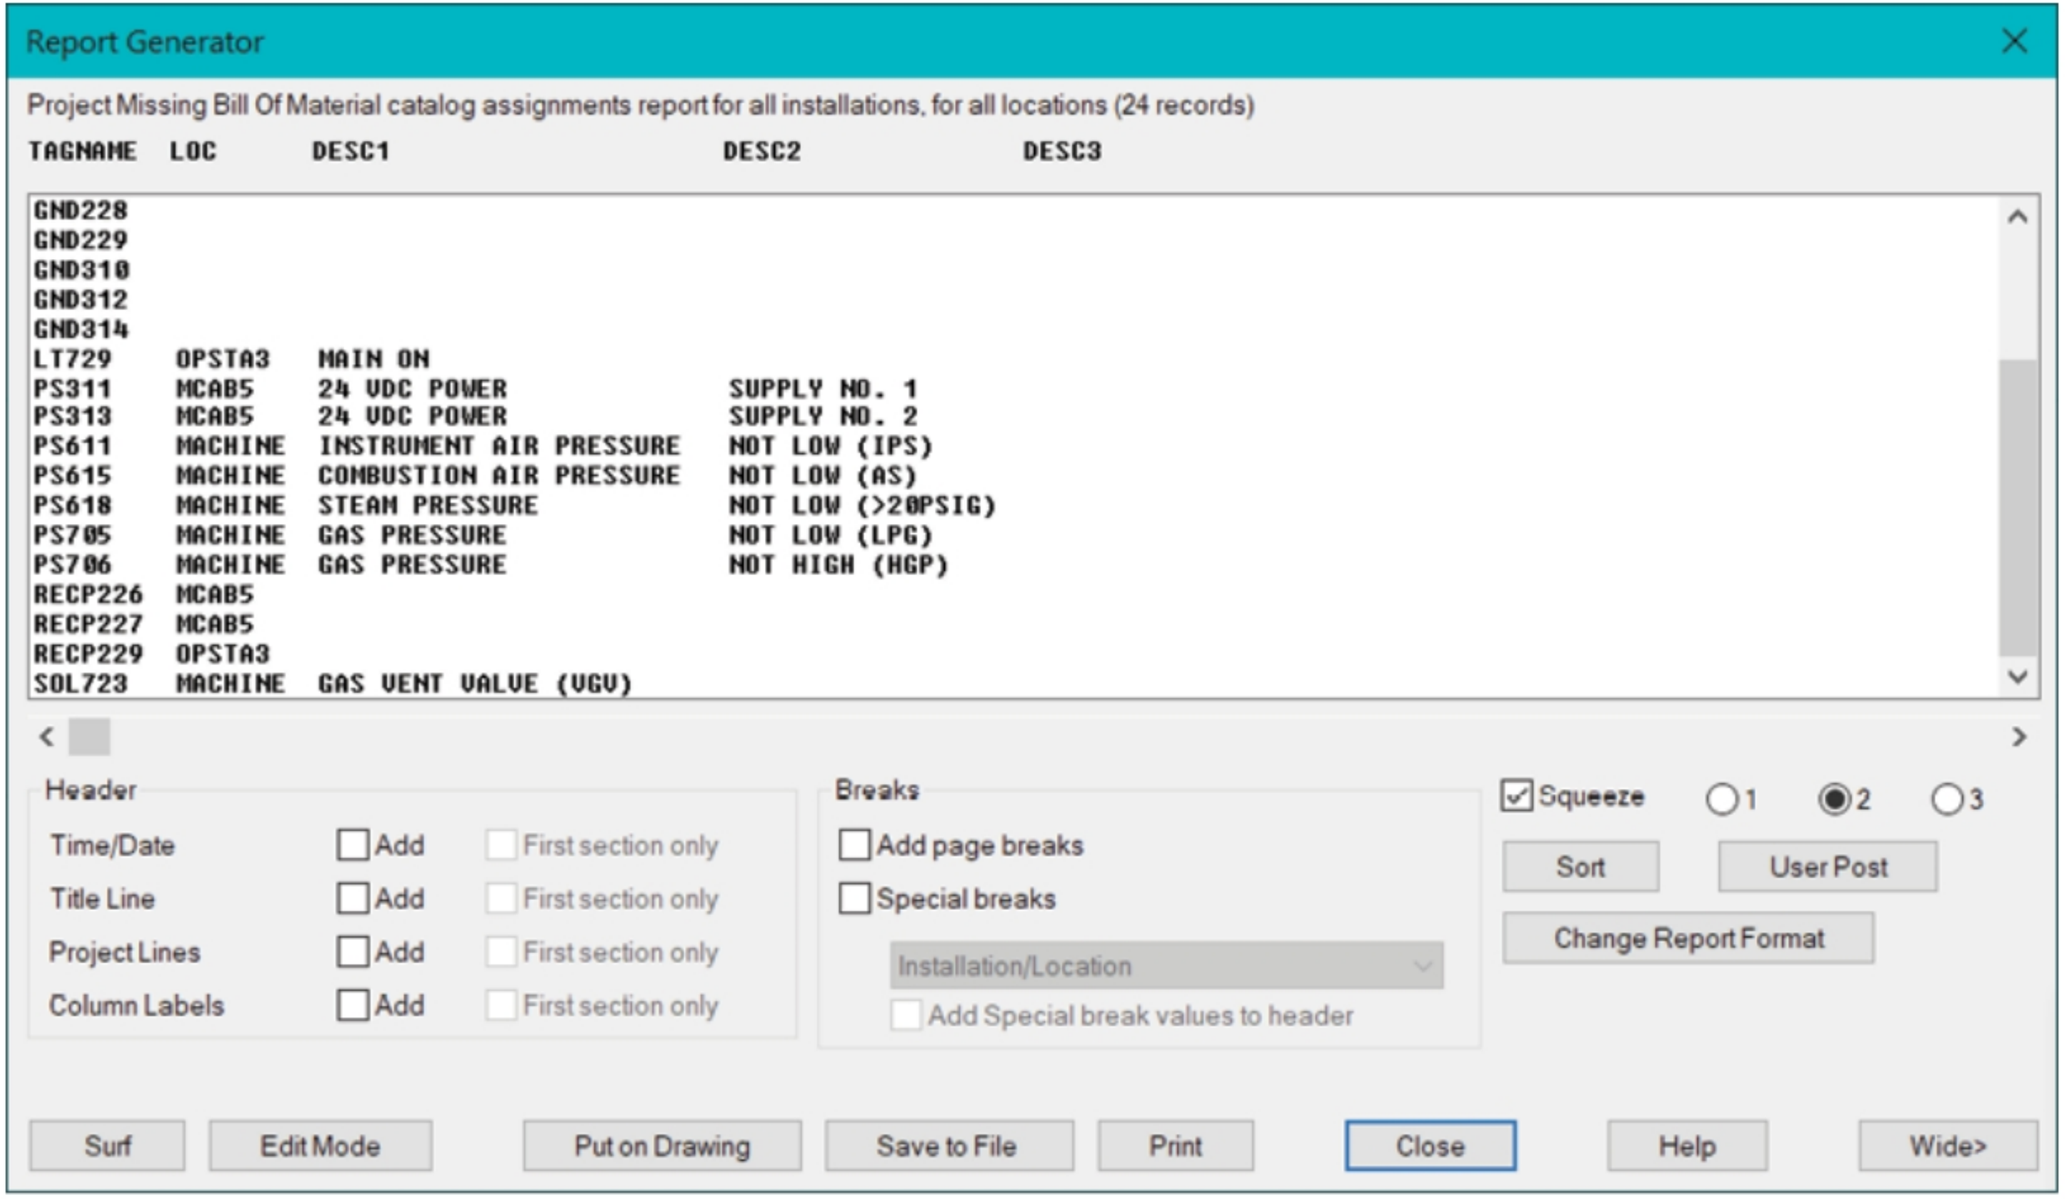

Figure-16. Report Generator dialog box with missing catalog data components
- Click on the **OK** button from the dialog box. The **Report Generator** dialog box will be displayed with the missing entries; refer to Figure-16.